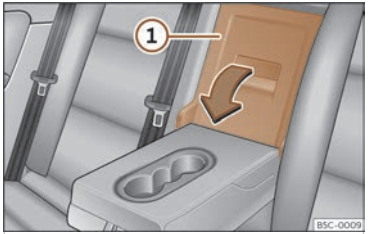

Fig. 197 On the rear seat backrest: opening the trapdoor.
- Pull the release lever in the direction of the arrow and fold the trapdoor cover ››› **Fig. 197** (1) down and forwards.